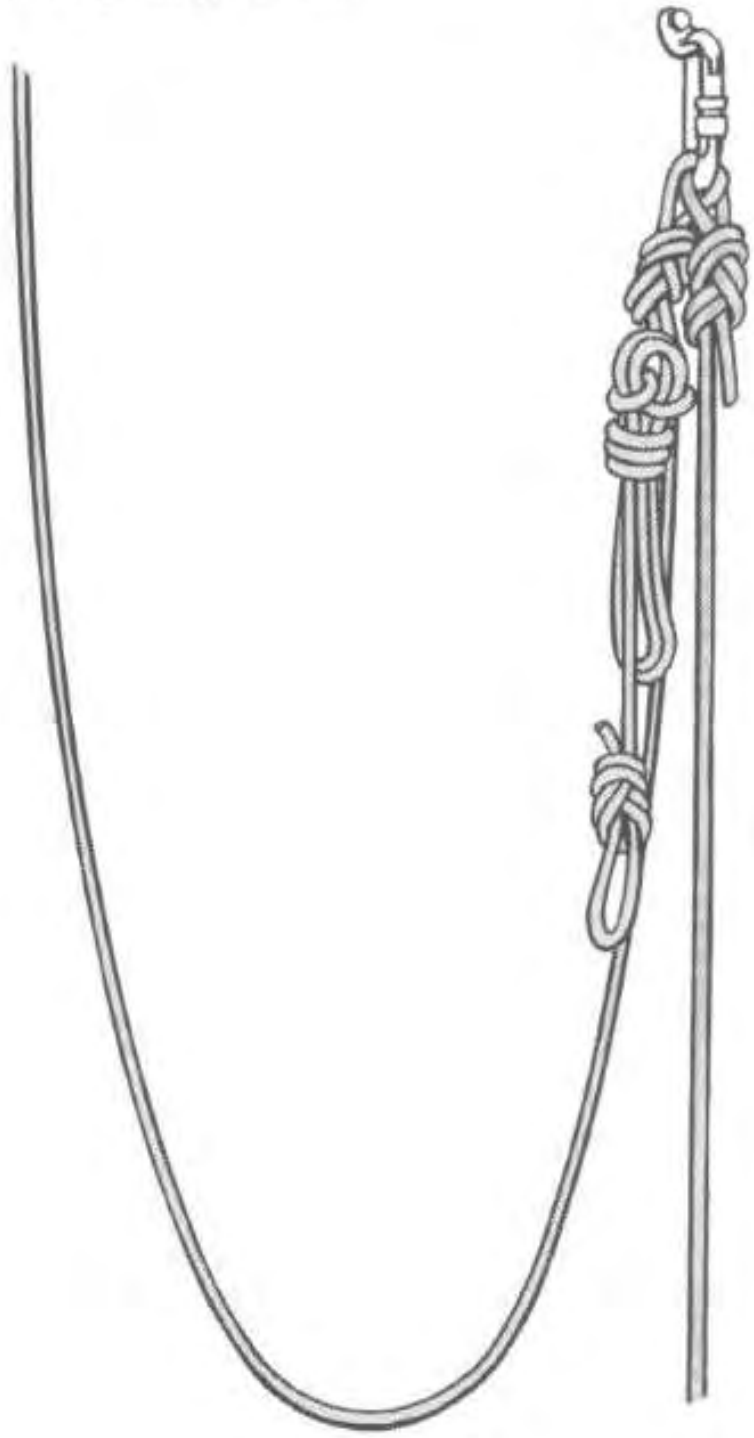

Fig. 277 – Never allow excess length to hang freely; tie it off.
- The attachment loop for the down rope goes in the rebelay carabiner but it must also be linked to the upper rope's attachment loop, in case the carabiner breaks for any reason (corrosion, following a sideways placement, when weighted incorrectly). This is done by rethreading a figure eight with the lower rope into the attachment loop of the upper rope (fig. 277).